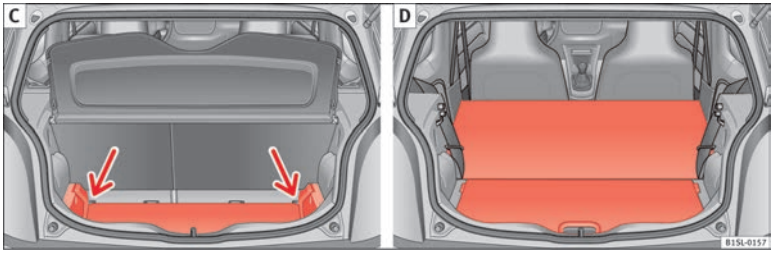

Fig. 70 C : agrandissement du coffre à bagages vers le bas D : agrandissement du coffre à bagages vers l'avant.
- Relevez le plancher du coffre à bagages et poussez-le vers le bas en suivant la glissière ⇒ fig. 70 C (flèches)